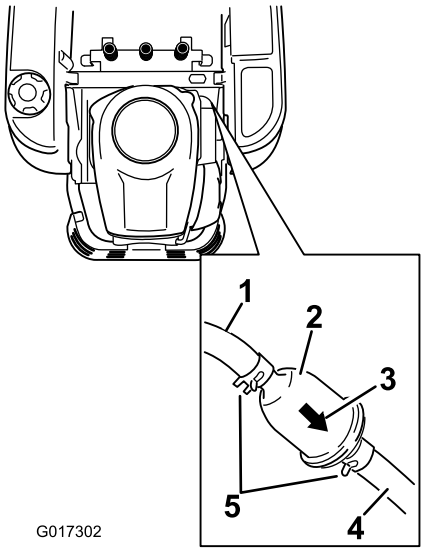

Figure 38
3. Locate the fuel filter on the side of the engine as shown in .Figure 38.
4. Squeeze the ends of the hose clamps together and slide them away from the filter (Figure 38).
6. Install a new filter with the flow direction arrow coming from the fuel tank and pointing to the engine. Move the hose clamps close to the filter (Figure 38) to secure it in place.